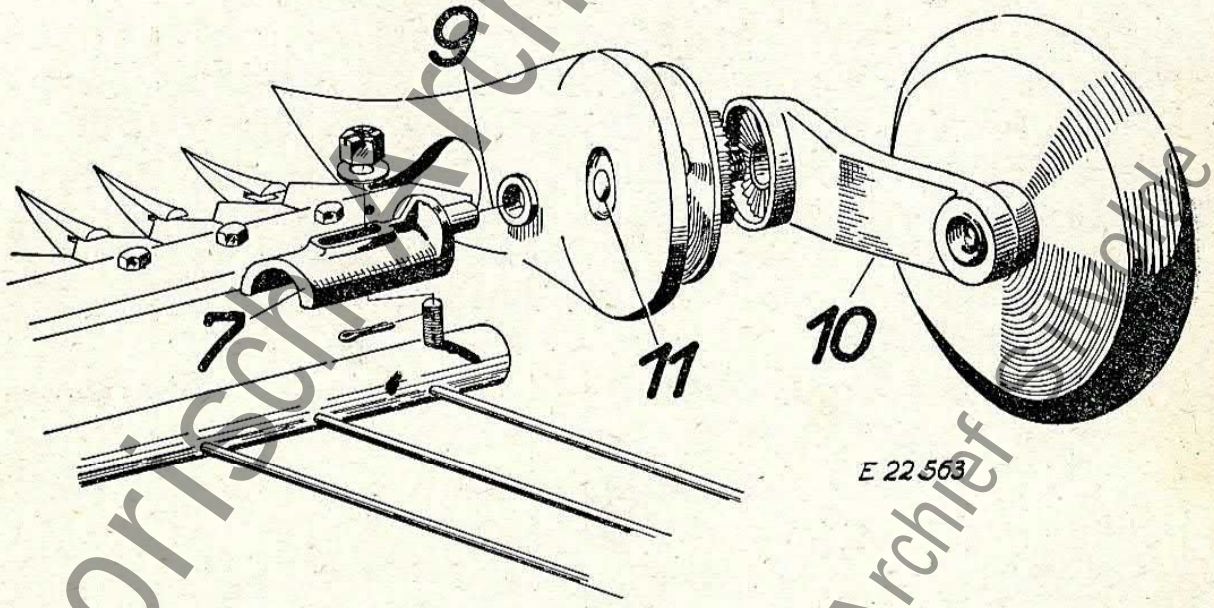

Bild 30.
11. Äußeres Lagerstück (7, Bild 30) am Rost abschrauben. Den Rost durch den Halter in den inneren Schuh einstecken (8). Das äußere Lagerstück (7) in das vorgesehene Loch (9) am äußeren Schuh von innen her einstecken und wieder mit dem Rost verschrauben.